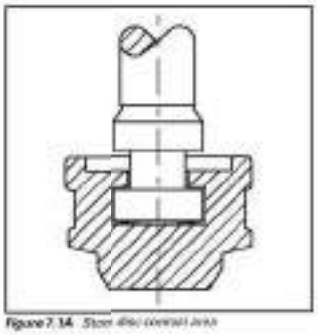
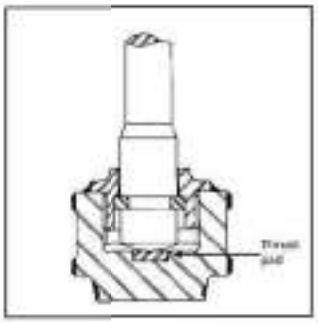

Figure 7.1A *Stem-disc contact area*
Figure 7.1B *Tapered disc - thrust pad*
3. Verification of contact between the valve disc and the stem is made by a radius on the end of the valve stem and is designed to give center loading for the disc as closely as possible. A hard thrust pad *(Figure 7.1A)*, which can be found in some designs, will help prevent galling. On valves without a thrust pad, the bearing surface in the disc has a hardface deposit on it *(Figure 7.1B)*. If particles get caught between the end of the valve stem and the disc, the center of the stem could be destroyed and the disc will not seat tightly. The contact surfaces of the stem and the disc must be checked first in leaky valves in order to ensure that the disc-stem contact is in proper condition.
NOTE: A quick test is to take the stem-disc assembly *(Figure 7.1A)* and check if the disc can be rocked. The rocking will allow the disc to self-align to the seat. Some globe disc with disc union design have a hardface deposit or a thurstpad, (see *Figures 7.1B and 7.1C*.)